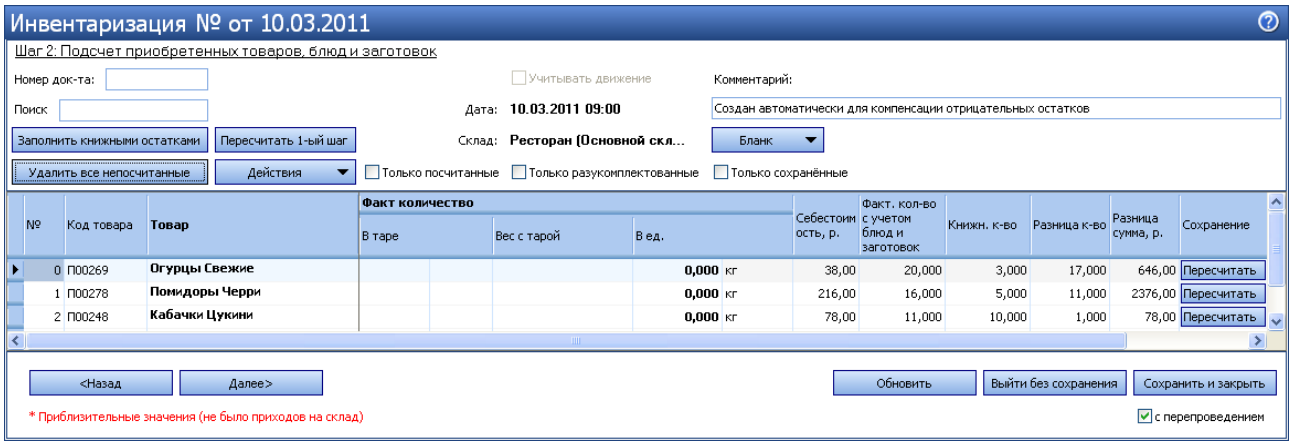

Рисунок 205 Автоматическая инвентаризация для компенсации отрицательных остатков в результате внутреннего перемещения и списания продуктов
6. Откройте измененную инвентаризацию (от 10.03.11), она откроется на втором шаге (см. Рисунок 205).